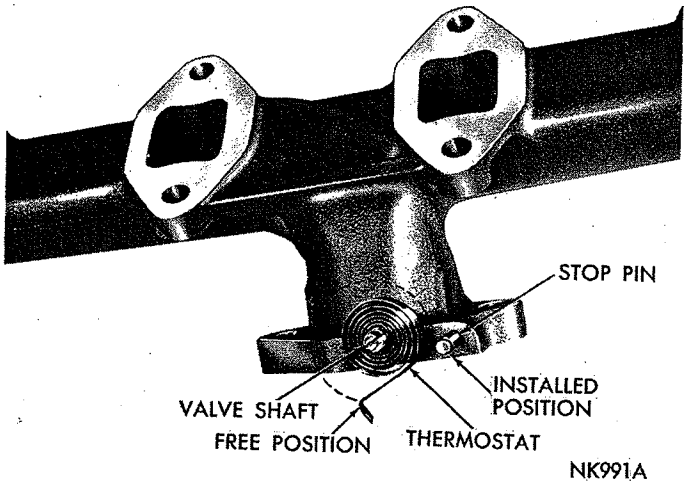

*Fig. 28—Installing Thermostat (318 Cu. In. Engine)*
(1) Be sure shaft retainer is in place on inner end of valve shaft. Then, turn valve shaft in the extreme counterclockwise position.
(2) Install a new thermostat in slot in inner end of shaft (Fig. 28) with outer end of thermostat in lower right hand position, as viewed from the right hand side of the engine. Press inner end of thermostat into shaft and seat firmly.
(3) Wrap outer end of thermostat counterclockwise, as viewed from right hand side of engine, and engage under stop pin (Fig. 28).
(4) Install anti-rattle spring on end of pin and end of valve shaft. Make sure it does not interfere with thermostat.